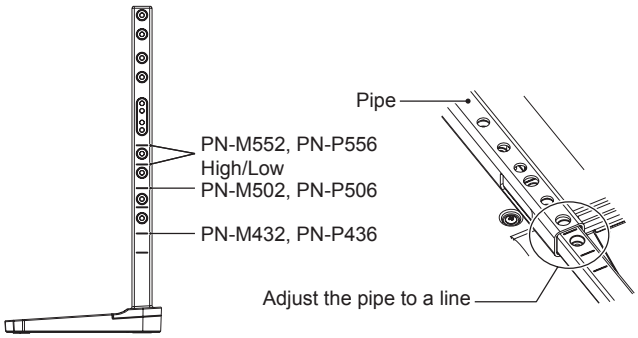

Figure 1
1. **The lines on the stand pole are indicators of the height adjustment (Figure 1). Please adjust the pipe to the lines.**